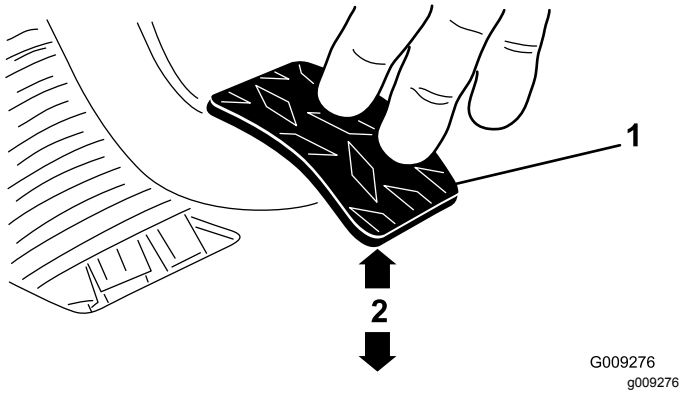

Figura 64
3. Regolate i controdadi o il giunto a sfera fino a quando, applicando sul pedale una forza di 1,8 kg, il bordo posteriore del pedale della frizione si trova a una distanza compresa tra 9,2 e 9,8 cm dalla superficie con motivo a rombi del pianale del veicolo (Figura 64).